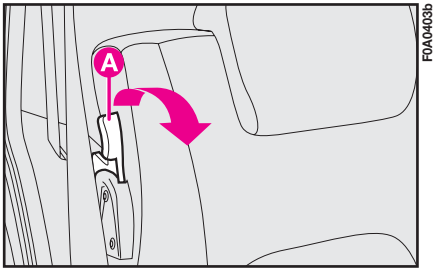

fig. 59b
– décrocher le levier **A-fig. 59b** et incliner vers l'avant le dossier en l'appuyant sur le coussin;